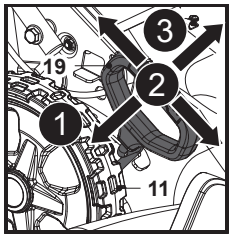

Fig. 11
1. Tirer le levier de réglage de la hauteur de coupe (19) vers la roue arrière (11) (Fig. 11, étape 1).
2. Déplacer le levier (19) vers l'avant ou vers l'arrière pour régler la hauteur de coupe (Fig. 11, étape 2).
3. Relâcher le levier (19) et s'assurer qu'il s'engage correctement dans l'encoche (Fig. 11, étape 3).